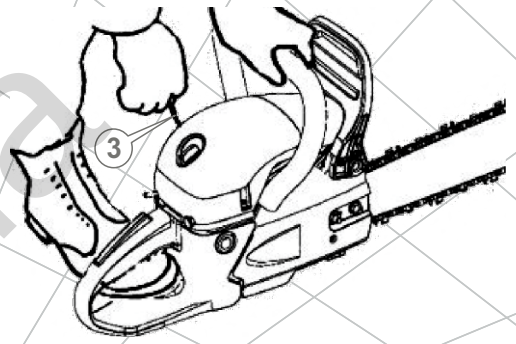
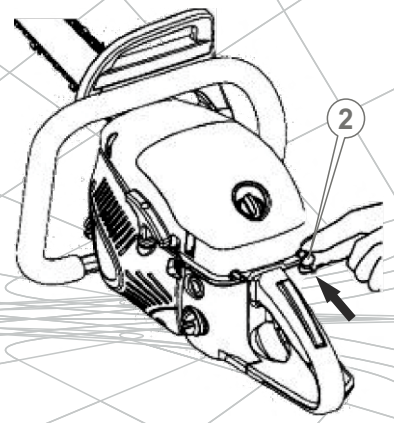

Рис. 15
Рис. 17
6. Установите бензопилу на ровной поверхности. Удерживайте изделие, как показано на рисунке (см. рис. 15).
8. Приведите в действие стартер двигателя: вначале осторожно потяните на себя рукоятку стартера (3) (см. рис. 15), пока не ощутите сопротивление. Ощутив сопротивление, верните рукоятку в исходное положение, а затем резко потяните на себя рукоятку стартера. Проделайте данную процедуру 2-3 раза, пока двигатель не начнет «схватывать». Как только двигатель начнет «схватывать», остановите процесс запуска бензопилы и сразу же откройте воздушную заслонку карбюратора, установив ручку заслонки в исходное положение (см. рис. 17).